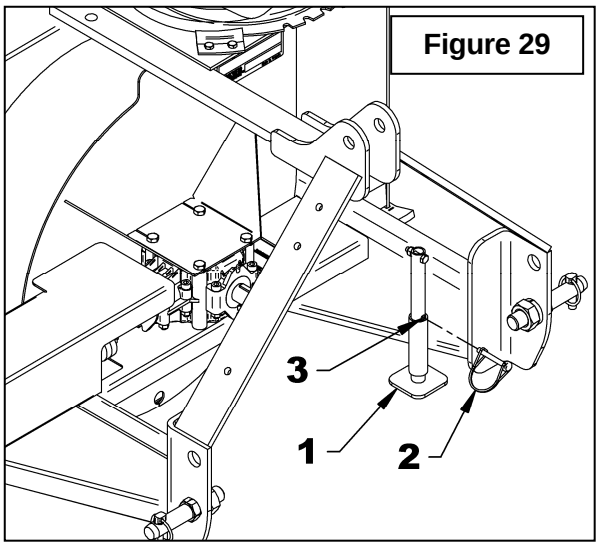

Figure 29
**Quick Hitch (Figures 29)**
2. **Figure 29:** Remove the wire round lock pin (item 2), lower the parking stand (item 1) and reinsert the wire round lock pin in the lower hole (item 3).